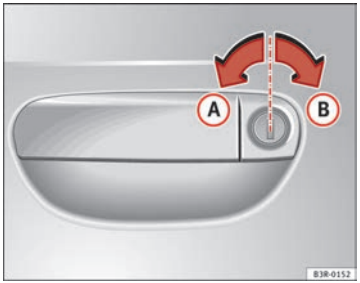

Fig. 70 Turning the key to enable the open and close functions
– To unlock the vehicle, turn the key in the driver door to position (A) ⇒ Fig. 70.
– To lock the vehicle, turn the key in the driver door to position (B) ⇒ Fig. 70 ⇒ ⚠. ▶
To do so, turn the key in the driver door **twice** in quick succession to position (B) ⇒ Fig. 70.